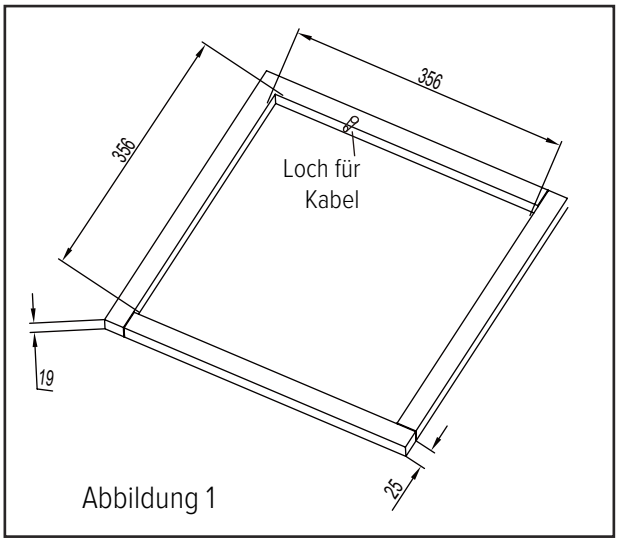

Abbildung 1
3. Prüfen Sie die Größe der Dachöffnung. Wenn die Öffnung kleiner als 356x356mm ist, muss die Öffnung vergrößert werden. Wenn die Öffnung größer als 356x356mm ist, muss eine Montageplatte (Rahmen) angefertigt werden, um die Öffnungsgröße zu verringern (siehe Abbildung 1).
Wenn keine Dachentlüftungsöffnung verwendet wird, muss eine neue Öffnung (siehe Abbildung 1) in das Fahrzeugdach geschnitten werden.
2. Es muss in der Lage sein, die Dachaußenfläche und die Innendecke auseinanderzuhalten und zu stützen, so dass beim Zusammenschrauben der Dachklimaanlage und der Deckenbaugruppe kein Einsturz erfolgt. Ein typischer Tragrahmen ist in Abbildung 1 dargestellt.